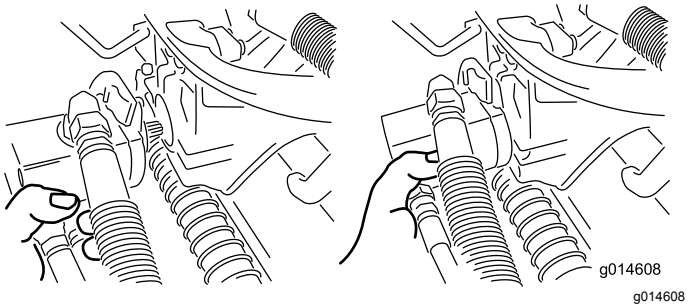

Figur 50
3. Flytta motorn till förvaringsutrymmet framför upphängningsarmen (Figur 50).